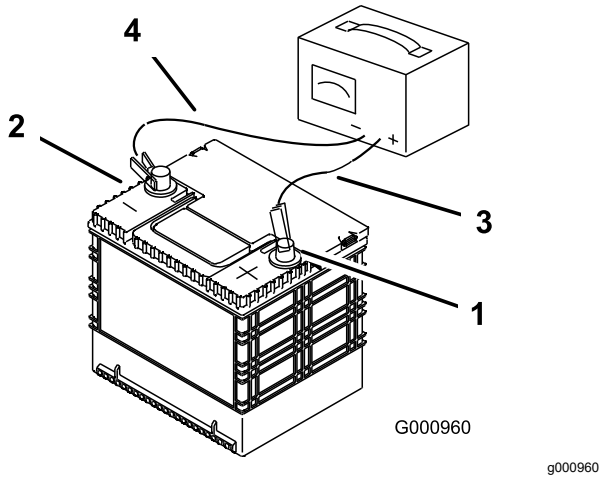

**Figur 51**
3. Når batteriet er fuldt opladet, skal du tage opladeren ud af stikkontakten og dernæst koble opladningskablerne fra batteriets poler (Figur 51).